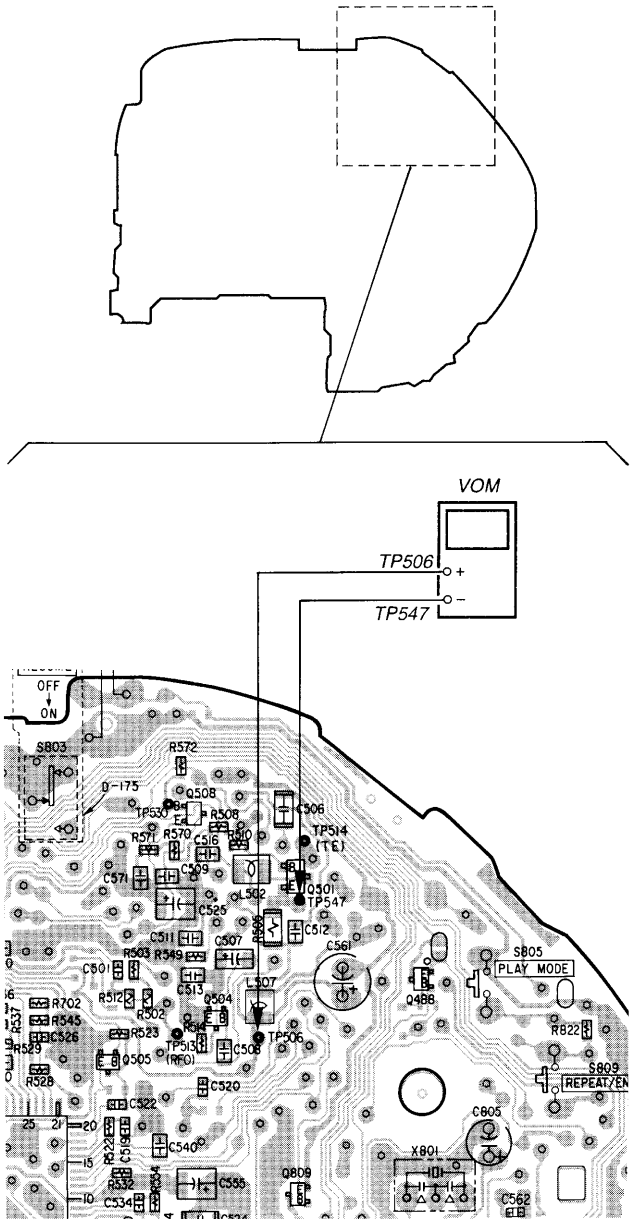

Fig.2 VOM Connecting Location
3. Connect a level meter as shown in Fig. 2